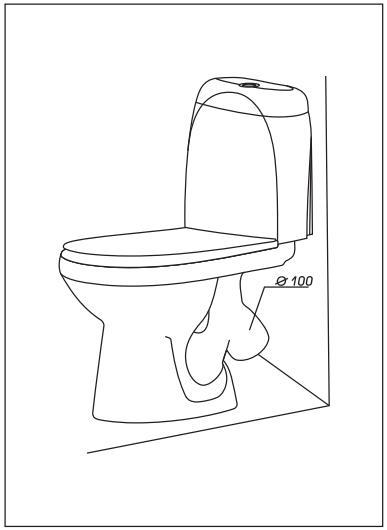

Рис. 2
1. Место установки ***(рис. 2)***. Поставьте унитаз на предполагаемое место установки. Разметьте места установки крепежных болтов и определите место подсоединения выходного патрубка к системе канализации.